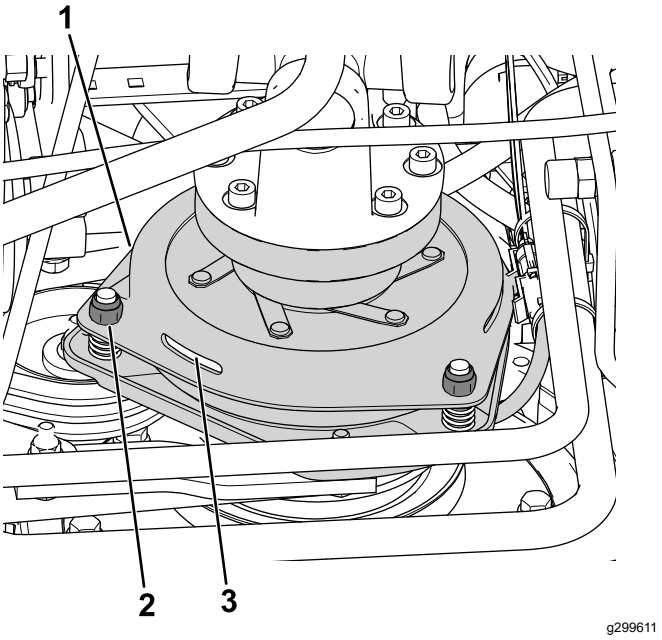

Figura 80
3. Ajuste el entrehierro hasta que pueda deslizar una galga de 0.3 mm (0.012") entre la guarnición del embrague y la placa móvil con una ligera presión (Figura 80).
Nota: Puede reducir el entrehierro girando las tuercas de ajuste en sentido horario (Figura 80). El entrehierro máximo es de 0.6 mm (0.024"). Ajuste los 3 entrehierros a 0.4 mm (0.012").